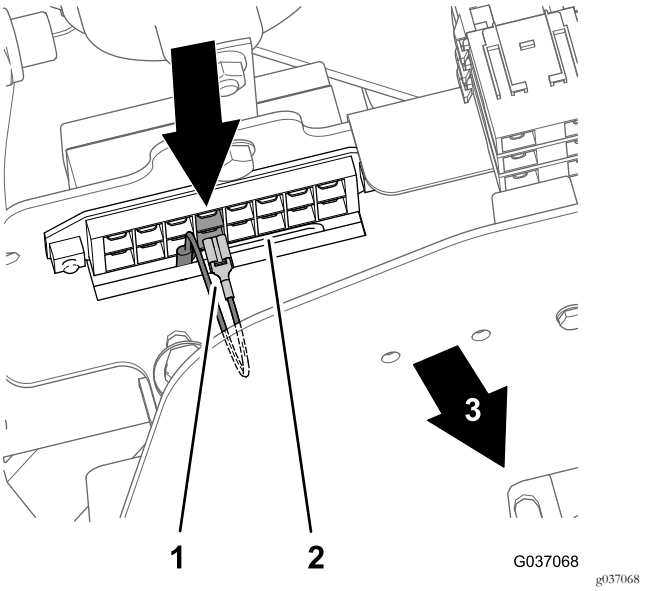

Figur 35
- Model 30654, 30657, og 30659 – 4. sikringsplacering fra venstre (Figur 35)